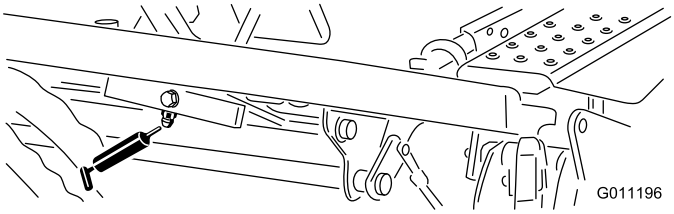

Figur 29
- Klippeløftedrejetap (Figur 29).